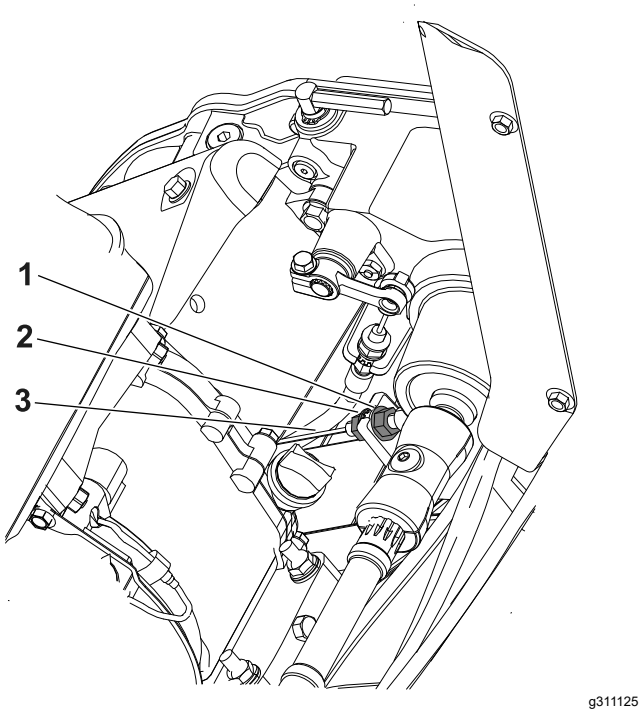

Rysunek 34
2. Poluzuj tylną przeciwnakrętkę i dokręć przednią przeciwnakrętkę (Rysunek 34).